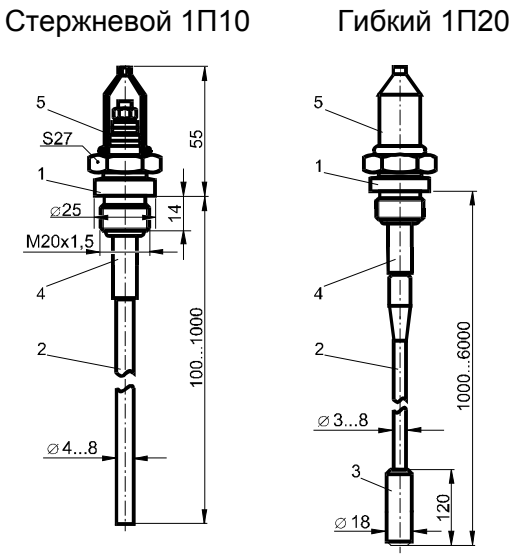

Рисунок 1 – Датчики одноэлектродные, внешний вид и габаритные размеры
1.3.1 Одноэлектродный датчик (рисунок 1) состоит из штуцера 1, стержневого или гибкого электрода 2, оттягивающего груза 3 (для гибкого электрода), изолятора 4. Резиновый защитный колпачок 5 предохраняет место подключения провода линии связи от случайного прикосновения, повреждения и неблагоприятного воздействия окружающей среды.